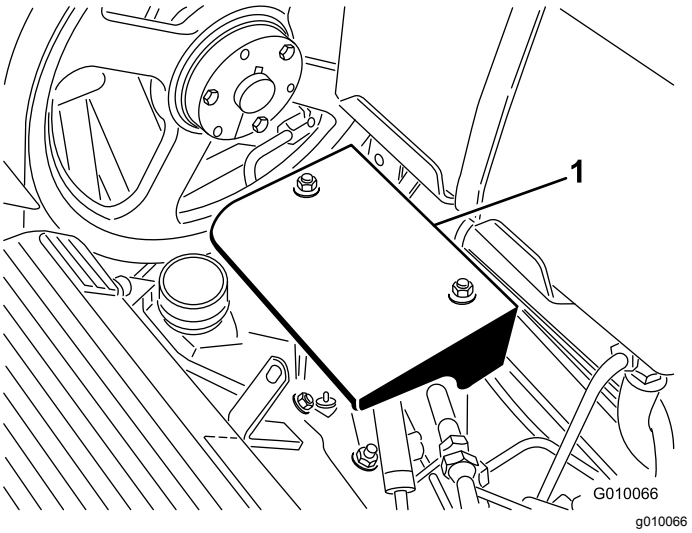

Figur 57
3. Fjern de 2 pumpeskærmmonteringsmøtrikker, og fjern skærmen (Figur 57).